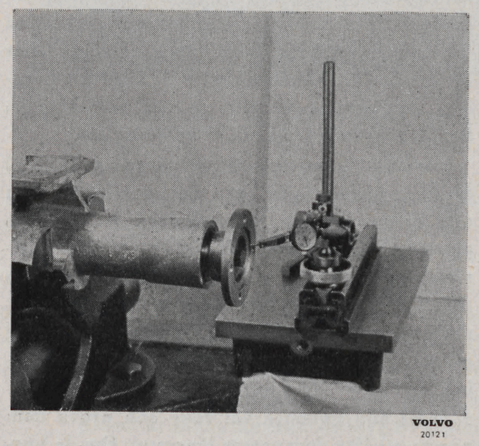

Bild 17. Indikering av medbringare.
2. Montera hastighetsmätarhjulet (24) med avfasningen bakåt och sätt i axeln i förlängningshalsen.
3. Pressa i bakre lagret (19) med dorn SVO 4113 och tätningsringen (20) med samma verktyg.
4. Driv på medbringaren (23) med dorn SVO 4034. Kontrollera därvid först att medbringarens främre yta är utan grader. Drag fast medbringaren med skruven (22).
5. Sätt fast huvudaxeln med förlängningshalsen i ett skruvstycke och kontrollera radialkastet på medbringaren (se bild 17). Max. tillåtet radialkast är 0,07 mm. Kontrollera även skevhet; max. tillåtet är 0,09 mm.
6. Känn efter att hjulet (29) för 1:an och backen går lätt på axeln. Kontrollera på samma sätt 2:ans hjul (34) och synkroniseringsanordningen.
7. H 5—H 6: Montera hastighetsmätardrevet, bakre locket med tätningsring och medbringaren. Drag skruvarna och muttern för medbringaren. Mät upp medbringarens skevhet, bild 17.